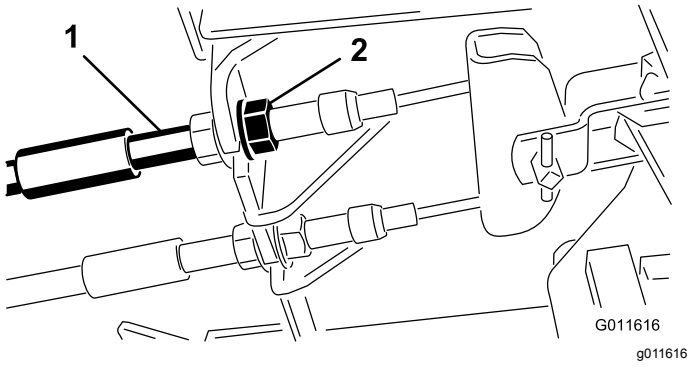

Figuur 69
1. Om de speling op de rempedalen te verkleinen, draait u de remmen vast. Draai hiervoor de voorste moer op het draadeinde van de remkabel los (Figuur 69).